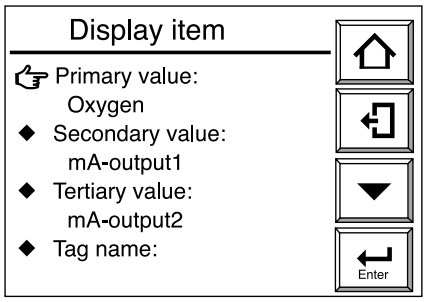
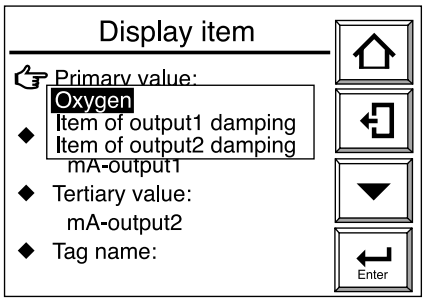

Figura 7.14 Display elementi del display
Figura 7.15 Display Selezione elemento
(3) Nel display Display setup selezionare Display item (Elementi del display). Viene visualizzato il display Display item (Figura 7.14). In questo display selezionare Primary value e premere [Enter] per visualizzare il display Display item selection (Figura 7.15).
(4) Selezionare i valori secondario e terziario in modo analogo a quanto descritto sopra.
(5) Consultare la Tabella 7.2 "Elementi del display" per effettuare la selezione degli elementi del display nelle singole aree.